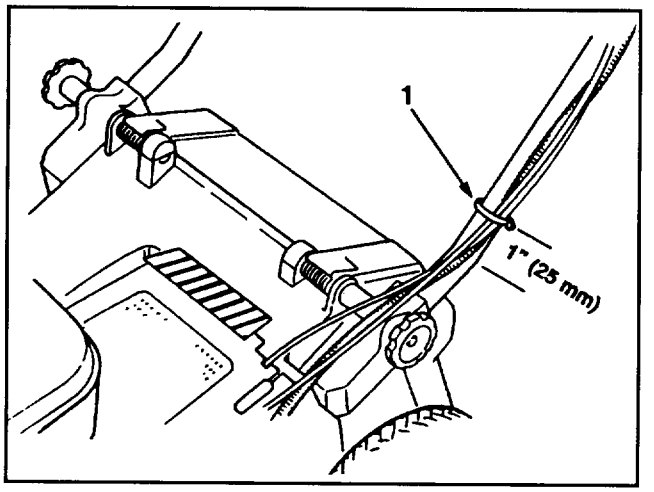

Abbildung 3
6. Befestigen Sie das/die Kabel mit der Kabelklemme unten an der linken Griffstange (Abb. 3). Die Kabelklemme sollte etwa 25 mm vom Stangenknick entfernt angebracht werden. Den richtigen Kabelverlauf finden Sie in Abb. 3.